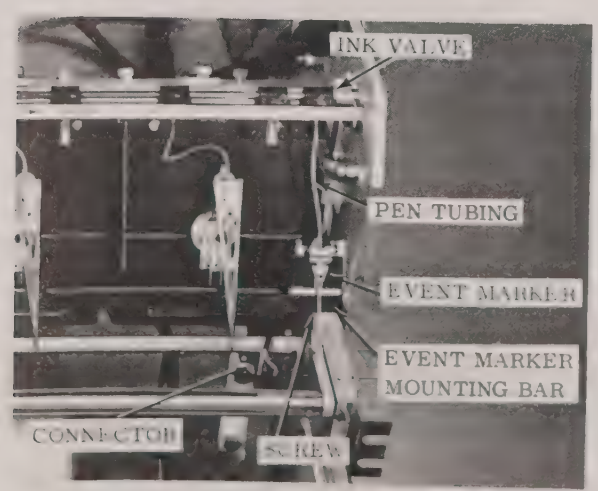

FIGURE 6-20 EVENT MARKER REPLACEMENT
a. Removal (Fig. 6-20)
b. Installation (Fig. 6-20)